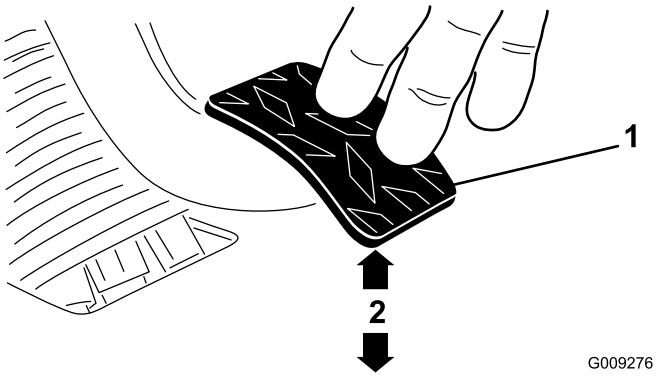

**Figur 70**
3. Justera kontramuttrarna eller kulleden tills den nedre bakre kanten på kopplingspedalen är 9,5 ± 0,3 cm från ovansidan av golvplattans diamantmönster när en kraft på 1,8 kg appliceras på pedalen (Figur 70).